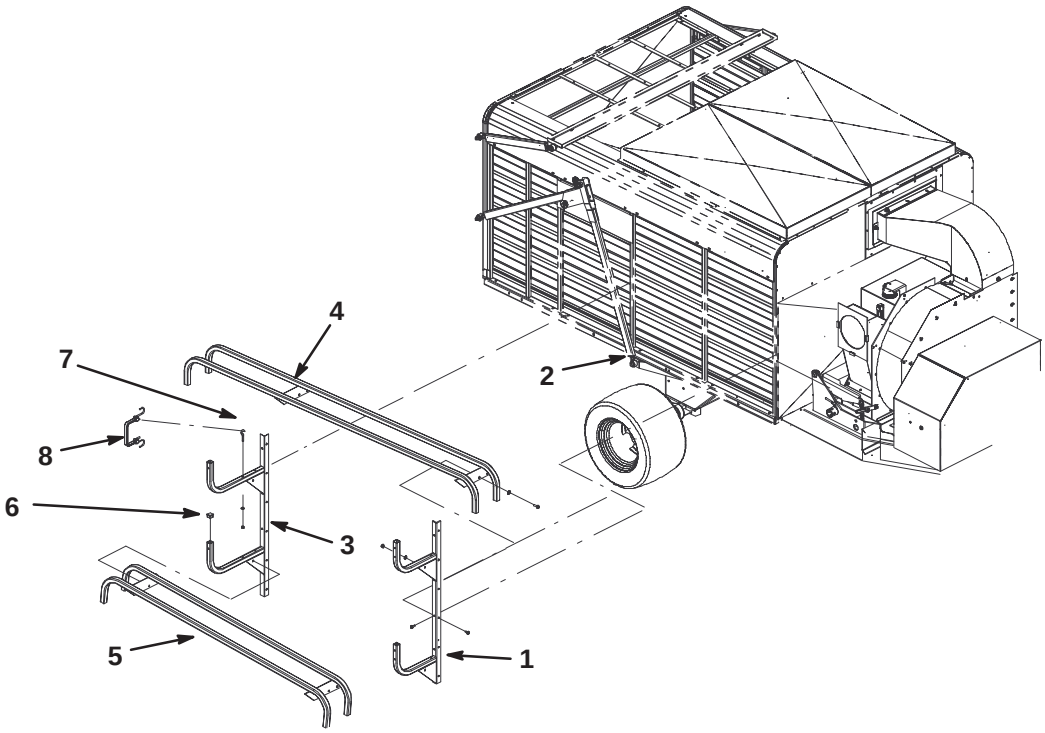

Figure 2
3. Position narrow hose holder onto corner of trailer while aligning holes (Fig. 2).
4. Loosely secure hose holder to panels with (10) self drilling screws.
5. Position wide hose holder onto side panel rib located above axle (third rib from the front). Hose holder to be at the same height as narrow (front) hose holder (Fig. 2).
6. Loosely secure hose holder to rib with (10) self drilling screws.
7. While aligning mounting holes, position long hose cradle onto top hose hooks of hose holders (Fig. 2). Long end of cradle to be positioned to rear.
8. Secure hose cradle to hose hooks with (2) screws, (4) flat washers and (4) lock nuts (Fig. 2).
9. While aligning mounting holes, position short hose cradle onto bottom hose hooks of hose holders (Fig. 2).
10. Secure hose cradle to hose hooks with (2) screws, (4) flat washers and (4) lock nuts (Fig. 2).
11. Insert a cap plug into end of each hose hook tube (Fig. 2).
12. Mount an eye bolt to each rear hose hook with a washer and lock nut (Fig. 2).